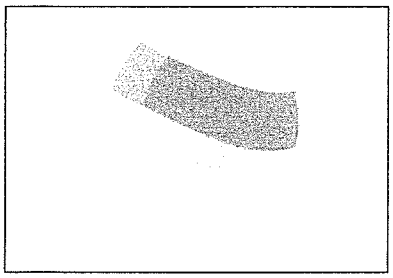

Figura 1: Fascia per la testa di supporto al fissaggio dell'impianto
- Prima dell'ingresso del paziente in una sala per l'esecuzione di una risonanza magnetica, tutti i componenti esterni del sistema dell'impianto (processore audio e accessori) devono essere rimossi dalla testa. Per campi di intensità pari a 1T, 1,5T o 3T, deve essere sistemata sopra l'impianto una fascia di supporto per la testa. Questa può essere una fascia elastica avvolta bene attorno alla testa almeno tre volte (vedi Figura 1). La fascia deve essere aderente ma non deve arrecare dolore. L'esecuzione di una risonanza magnetica senza fascia per la testa potrebbe causare dolore nell'area dell'impianto e, nei casi più gravi, causare lo spostamento dell'impianto e/o la dislocazione del magnete dell'impianto.